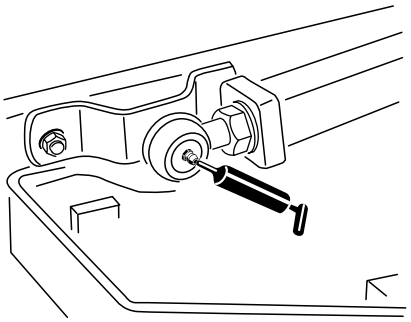

Figuur 42
- 2 kogelverbindingen van hefarm (Figuur 42)